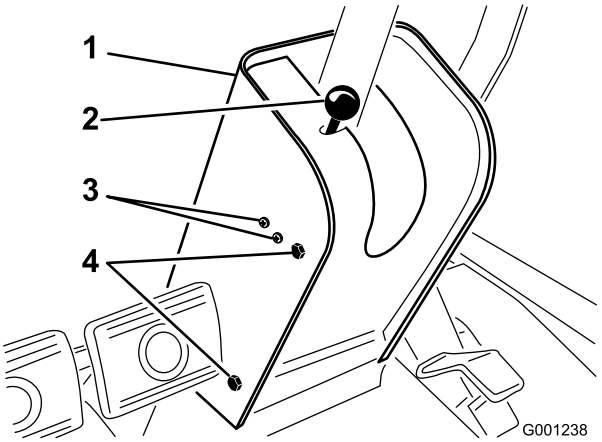

Figur 61
2. Fjern knappen fra stangen til parkeringsbremsen og skruerne fra ratstammekappen (Figur 61).
4. Løsn de skruer og møtrikker, der fastholder kontakten til PARKERINGSBREMSEN i venstre side af ratstammen (Figur 61).